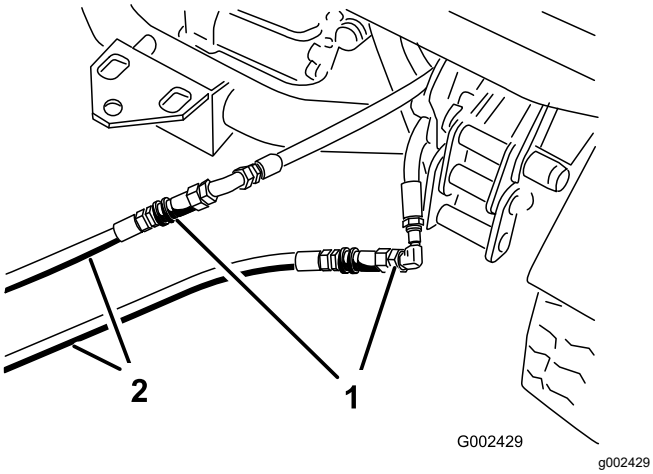

Bild 74
3. Schließen Sie an der defekten Maschine die beiden Überbrückungsschläuche an die Schläuche an, die abgeschlossen wurden (Bild 74).